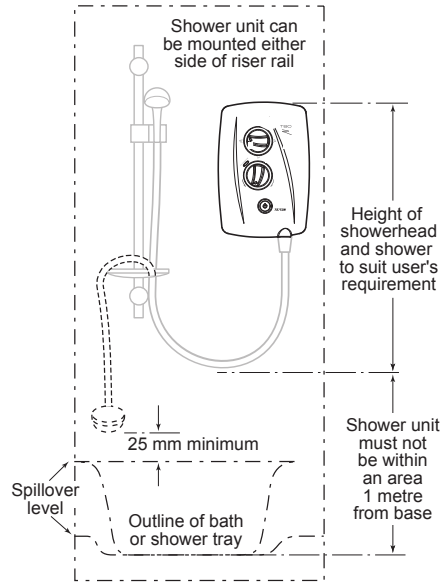

Fig.6 *(diagrammatic view – not to scale)
- Refer to **fig.6** for the correct siting of the shower. Position the unit where it will **NOT** be in direct contact with water from the showerhead. Position the shower unit vertically.
IMPORTANT: Water regulations (fig.6)